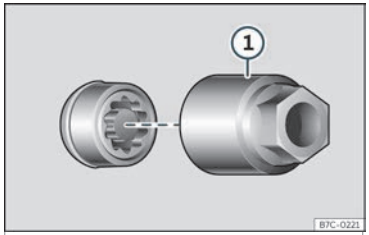

Abb. 36 Diebstahlhemmende Radschraube mit Abdeckkappe und Adapter
• Schieben Sie den Spezialadapter ››› Abb. 36 ① (Bordwerkzeug››› Seite 46) bis zum Anschlag in die diebstahlhemmende Radschraube.